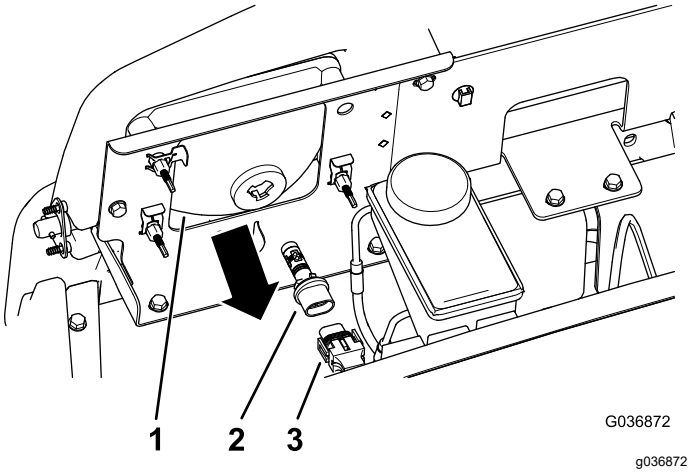

Figur 54
3. Frakobl det elektriske stik til ledningsnettet fra stikket på lampesamlingen bag på forlygtehuset (Figur 54).
4. Drej lampesamling ¼ gang mod uret, og træk den med en bagudgående bevægelse ud af forlygtehuset (Figur 54).
5. Sæt den nye lampesamling og forlygtehuset i, og ret tapperne i lampesamling ind efter hullerne i forlygtehuset (Figur 54).
6. Fastgør lampesamlingen ved at dreje den ¼ omgang med uret (Figur 54).
7. Tilslut det elektriske stik til ledningsnettet til stikket på den nye lampesamling (Figur 54).